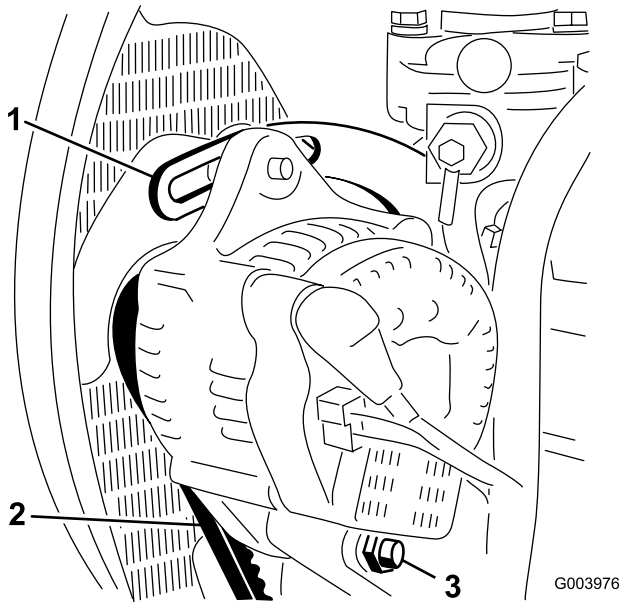

Figur 56
2. Kontrollera generatorremmens spänning genom att trycka ner remmen (Figur 56) mittemellan generatorn och vevaxelskivorna med en kraft på 10 kg.
4. Lossa den bult som håller fast staget på motorn (Figur 56), den bult som håller fast generatorn på staget samt axelbulten.